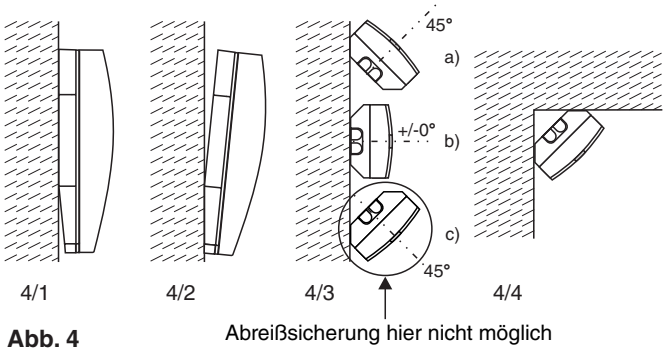
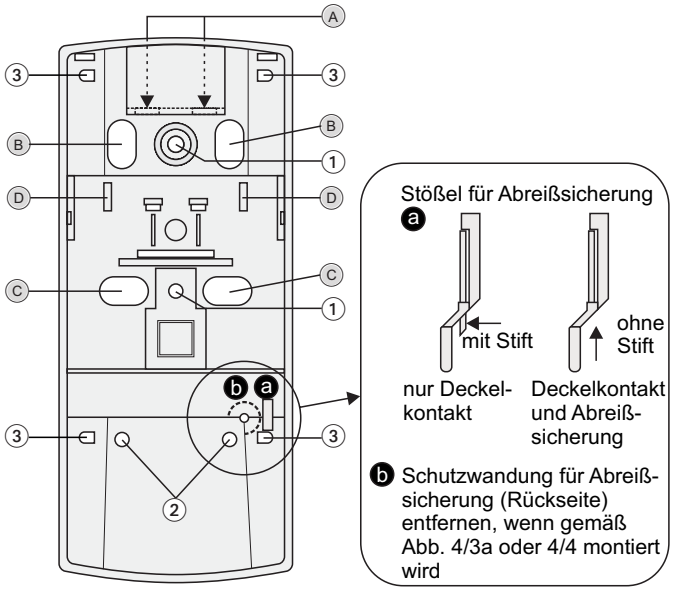

Abb. 4
Abb. 5 **Abb. 5a**
6.2 Montagemöglichkeiten (Abb. 4 und Abb. 5)
0° vertikal geneigt (Abb. 4/1)
Die Befestigung erfolgt mit 2 Schrauben (Abb. 5-①).
3° vertikal nach unten geneigt (Abb. 4/2)
Befestigung mit 2 Schrauben: im unteren Bereich durch 2 Löcher auf gleicher Höhe (Abb. 5-②).
45° horizontal nach links oder rechts (Abb. 4/3)
Befestigung durch 2 seitliche Löcher übereinander (Abb. 5-③).
Eckmontage (Abb. 4/4)
6.3 Kabeleinführung, Zugentlastung (siehe Abb. 5)